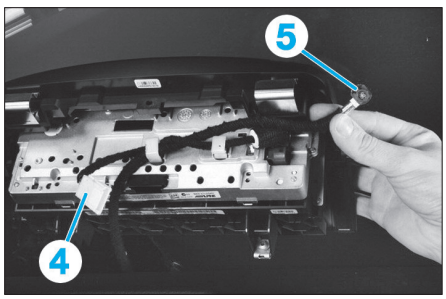

Fig. 40
• Débrancher le connecteur (4) venant de la planche de bord, puis le connecteur (5) **(Fig.40)**.